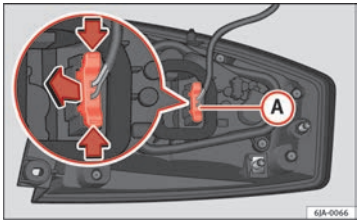

Fig. 157 Light connector at the rear of the rear light unit
– Disconnect the light connector (A) ⇒ Fig. 157 by moving its side levers (arrows) and pulling the connector outwards.